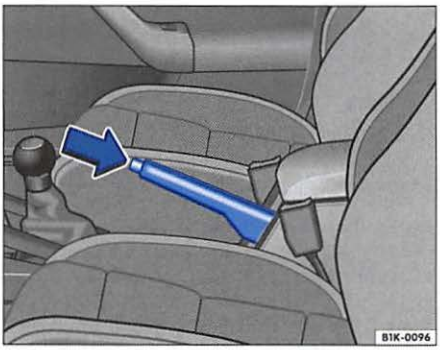

Fig. 89 Parking brake between front seats
– Pull the parking brake lever up firmly ⇒ fig. 89.
– Pull the lever up slightly and press the locking knob in the direction of the arrow ⇒ fig. 89 and guide the parking brake lever down fully ⇒ ⚠.